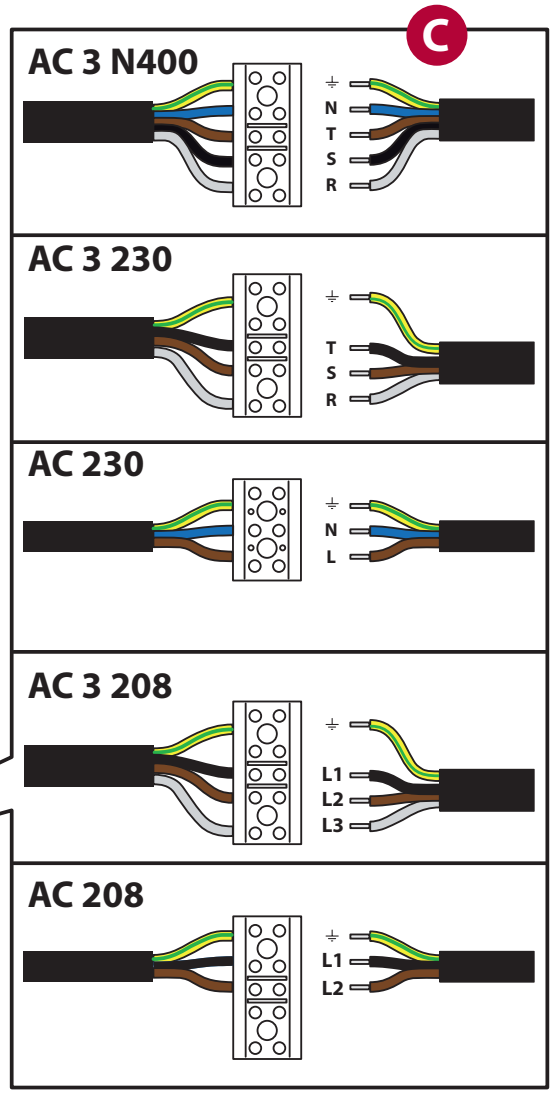

Fig. 11
- Las máquinas destinadas al mercado Americano - UL **NO están equipadas con un cable de conexión y NO están equipadas con un enchufe.** Ambos NO se suministran, deben ser ensamblados por personal calificado y deben ser exclusivamente **del tipo indicado** en la tabla. ▶ Fig. 11 Para conectar el cable al equipo, A retire el panel lateral izquierdo del producto, B pase el cable a través del prensaestopas suministrado y C conéctelo correctamente a la regleta de bornes.